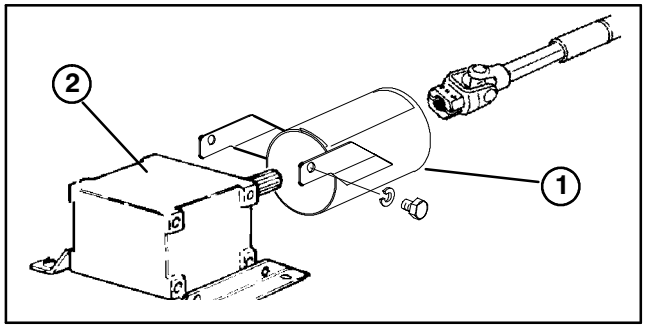

Figure 7
3. Remove (2) capscrews and lockwashers securing PTO guard mounting brackets to gearbox (Fig. 7). Retain fasteners for re–installation.
4. Slide PTO shaft guard onto PTO shaft, positioning guard as shown in figure 7.